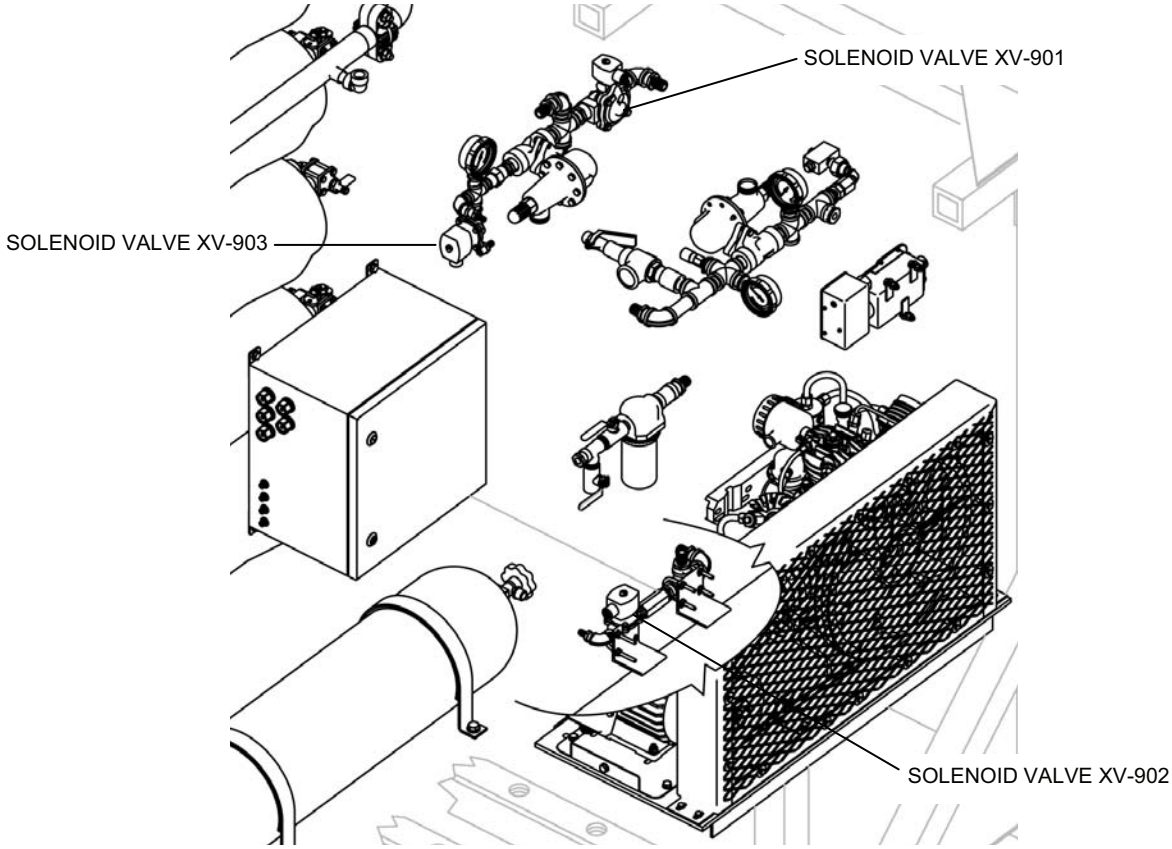

Figure 3. Solenoid Valves XV-901, XV-902 and XV-903 Location.
16. Perform Test #11 (XV-901 Valve Cycle Test) as follows (Figure 3):
a. Press the test button to advance the test sequence number at the Test BIT Code LCD to the number eleven (11).
17. Perform Test #12 (XV-902 Valve Cycle Test) as follows (Figure 3):
a. Press the test button to advance the test sequence number at the Test BIT Code LCD to the number twelve (12).
18. Perform Test #13 (XV-903 Valve Cycle Test) as follows (Figure 3):
a. Press the test button to advance the test sequence number at the Test BIT Code LCD to the number thirteen (13).